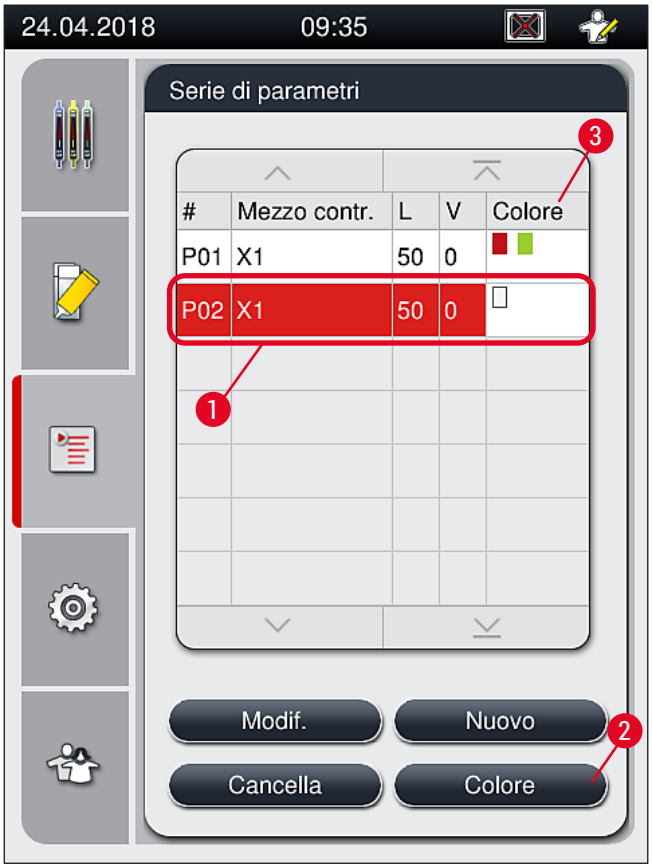

Fig. 44
1. Nel menu Serie di parametri (→ Fig. 44) toccare la voce corrispondente per selezionare la serie di parametri a cui deve essere assegnato un colore di maniglia per portavetrini (→ Fig. 44-1).